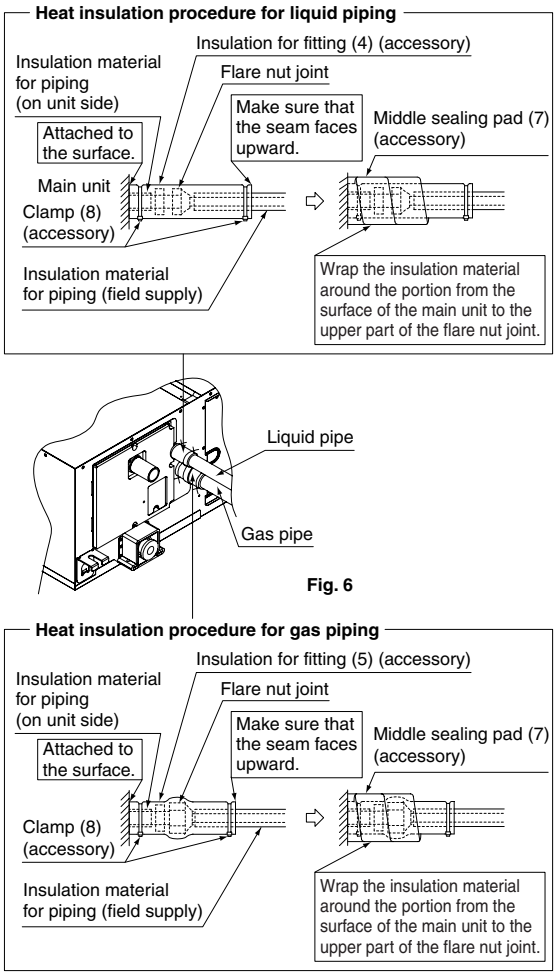

Fig. 6
(2) On completion of installation work, **check that there is no gas leakage**.
(3) Refer to the illustration on the right-hand side and be sure to perform heat insulation work on the piping joints after gas leakage checks. **(Refer to Fig. 6)**